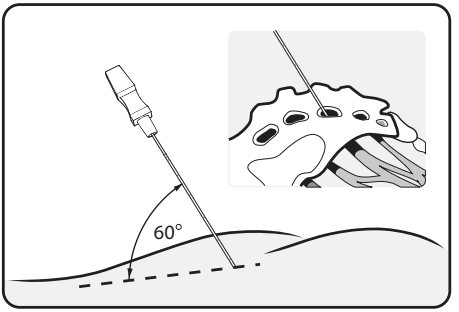

Figura 5. Inserte la aguja para el agujero en un ángulo de 60 grados
2. Ponga la aguja en el agujero en un ángulo aproximado de 60º respecto a la superficie ósea. El nervio discurre siguiendo la cara superomedial del agujero. (**Figura 5**)